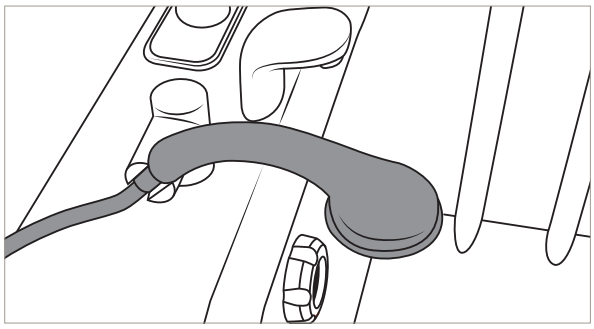

Afbeelding 77
37. Plaats de douchehandgreep terug in de houder. Zie Afbeelding 77.